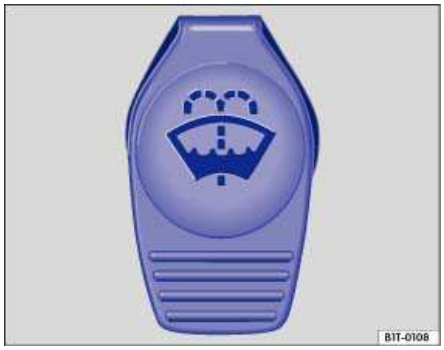

Fig. 81 In the engine compartment: Cap of the windshield washer fluid reservoir.
- The windshield washer fluid reservoir can be identified by the symbol on its cap ⇒ fig. 81.